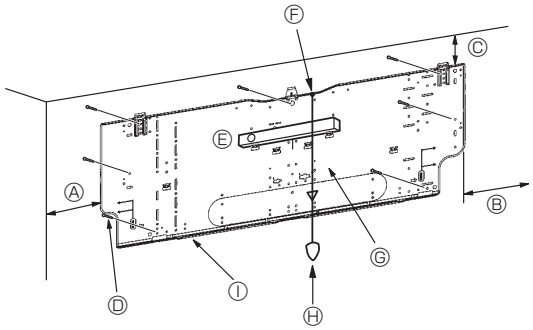

Fig. 3-4
3.2.3. Installation du support de montage mural (Fig. 3-4)